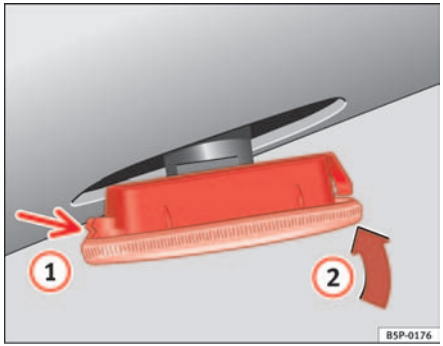

Fig. 150 Side indicators
- First fit the indicator in the opening in the chassis, fastening the tabs (1) ⇒ fig. 150, and then fit in the lamp as shown by the arrow (2) ⇒ fig. 150 ■